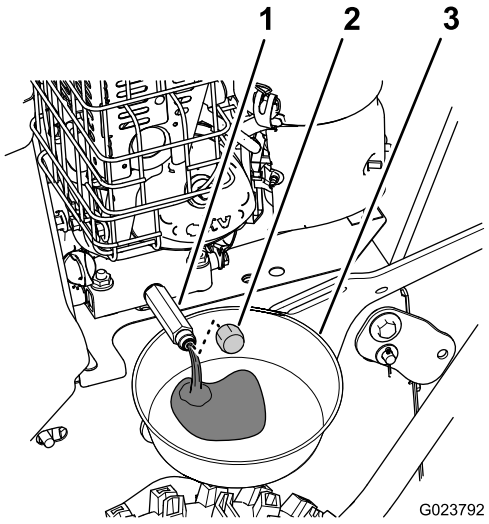

Figur 26
1. Plasser et tappefat under avløpskoblingen, og fjern oljetappingslokket (Figur 26).